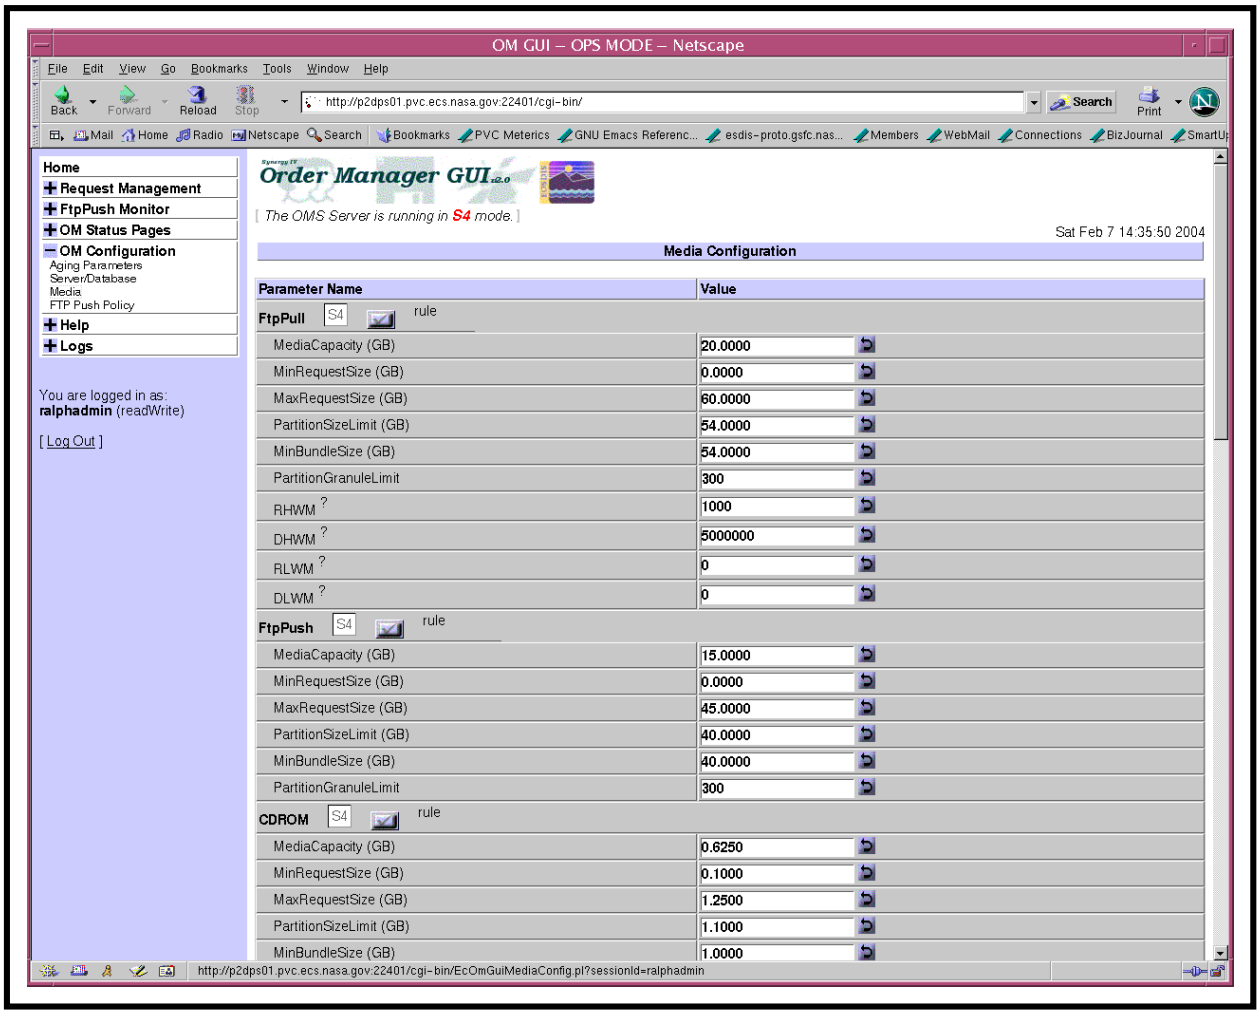

Figure 55. Media Configuration Page
The **Media Configuration** page (Figure 55) provides the full-capability operator with a means of checking and modifying media parameters. The limited-capability operator can check but is not allowed to change any media parameters.
2 If the **Media Configuration** page (Figure 55) is not already being displayed, click on the **Media** link in the navigation frame of the **OM GUI**.
- The **Media Configuration** page (Figure 55) is displayed.